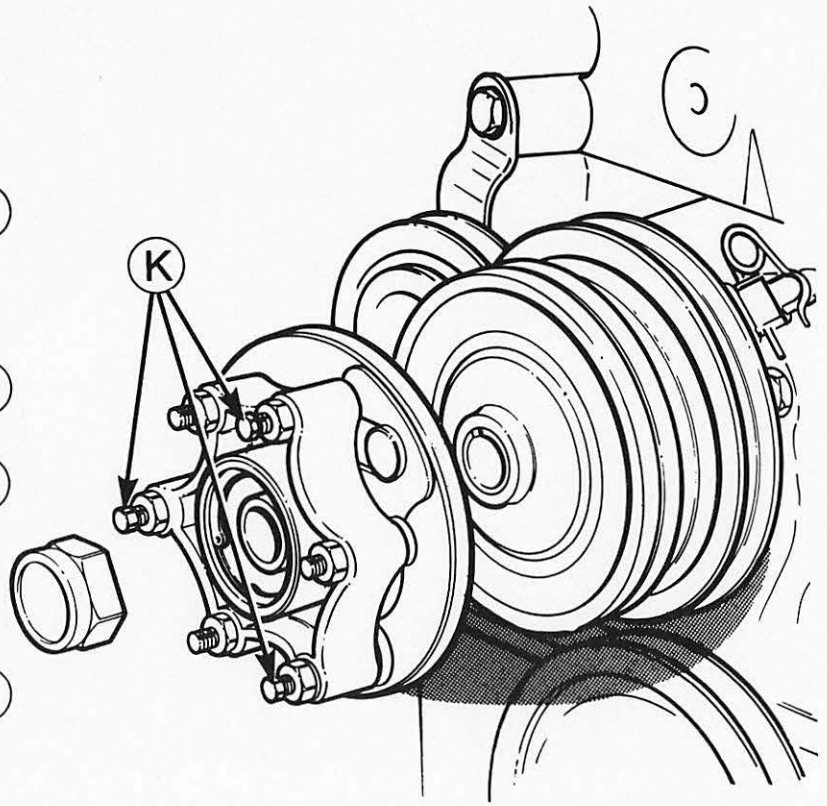

Abb. 10 Elektromagnetische Lüfterkupplung
Die elektromagnetische Lüfterkupplung, Abb. 10, besteht aus zwei Hauptteilen. Die eine Hälfte ist die elektromagnetische Nabe, die über den Lüfterriemen (C) direkt vom Motor angetrieben wird und mit einer Paßfeder direkt auf der Welle (H) montiert ist. Die zweite Hälfte enthält den beweglichen Teil der Kupplung und besteht aus den Tellerfedern, Einstellschrauben (K) und dem Lüfter (E). Diese Einheit ist auf dem Kugellager (J) auf der Welle gelagert. Hierdurch kann der Lüfter leerlaufen (unabhängig von der vom Riemen angetriebenen Hälfte) und dreht sich in abgekugeltem Zustand langsam unter der Kugellagerreibung sowie dem Fahrwind.